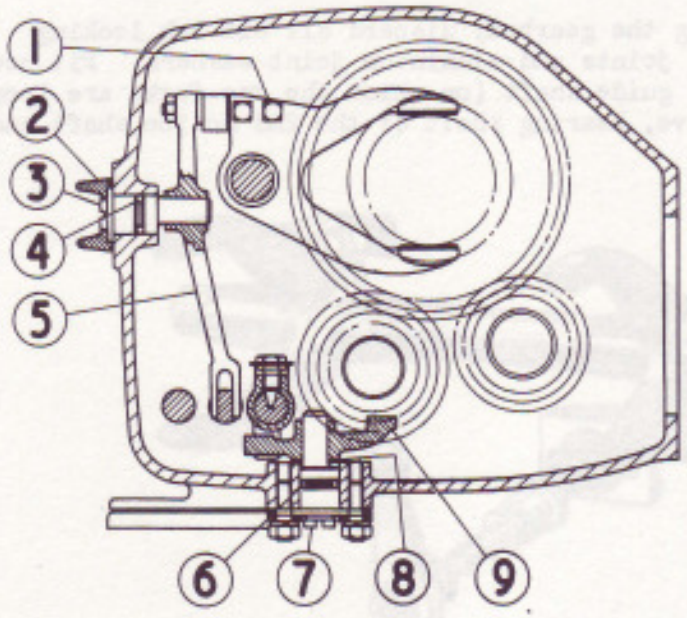
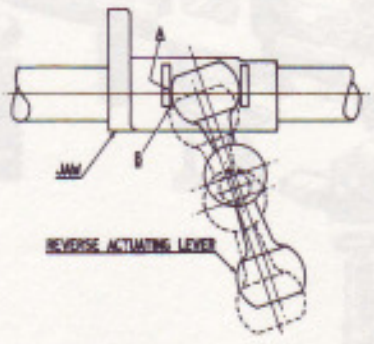
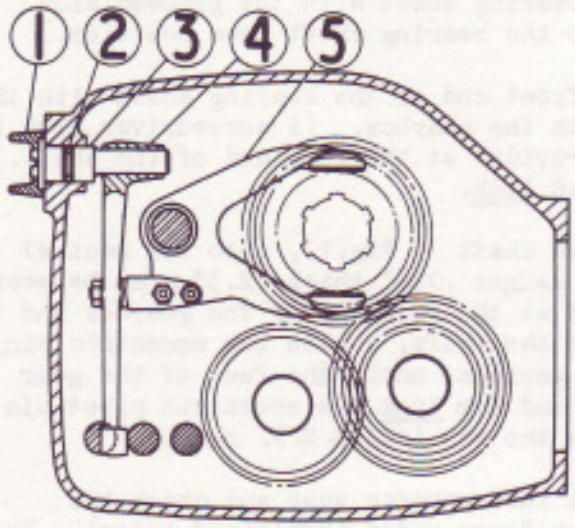

FIG. 9. SECTION SHOWING 1ST & 2ND SPEED OPERATING LEVER & REVERSE ACTUATING LEVER ASSEMBLIES.
FIG.10. CORRECT POSITION OF REVERSE ACTUATING LEVER IN RELATION TO JAW.
FIG. 11. SECTION - 3rd & 4th SPEED OPERATING LEVER ASSEMBLY.
(ii) Cases have occurred whereby the bronze reverse actuating lever 9, Fig.9, mounted on the eccentric pivot pin (7), have been fitted 180° out of position in relation to the forward jaw on the reverse selector shaft as shown in dotted lines on Fig.10. This could cause the radius portion of the lever to come out of contact with the reverse actuating jaw and lock on the edge of the latter with the flat on the end of the lever at point 'B'.
With the reverse selector shaft in its neutral position, it can be seen through the side cover opening of the gearbox if the lever is correctly positioned. If correction is required, slacken off the two 1/4" B.S.F. nuts (beneath the gearbox) securing the locking plate of the eccentric pivot pin 7, Fig.9, and with a screwdriver, rotate the eccentric pin
until the bronze lever has maximum engagement in the reverse actuating jaw as shown at point 'A' Fig.10. Lock the eccentric pin in position by re-tightening the two nuts. The above condition should be investigated whenever a gearbox is serviced, whether the reverse shaft has been removed or not. Should alteration be necessary, it will be essential to check and adjust (laterally), the reverse motion shaft as described in Sub-paragraphs (iii)d, and (iv).
(v) With the actuating levers 5, Fig. 9 and 4, Fig. 11, on their respective eccentric pivot pins, place the two forks loosely in the gearbox in their relative positions. Lightly smear the outer race of
Each cone should have an end float of .020" to .030" (o.5 - 0.76 m/m). The end float of the cones is the same for gearboxes fitted with the later type 3rd motion shaft (RG-5469) and bridge shaped keys. If the end float requires equalising, slaken off the two 1/4" B.S.F. nuts securing the locking plate of the eccentric pin 3, Fig.11, (on right-hand side of box towards the front) and adjust the eccentric pin as necessary. Re-lock the pin and then check that the 3rd and 4th speed selector shaft has approximately an equal amount of "over-ride" in the fully forward and reward positions. While it is not essential that the "Over-ride" should be equal, it must always exist. The term "over-ride" is fully explained in sub-paragraph (iv).
Should alteration be required in this respect, then adjust as necessary the eccentric pin 3, Fig. 9, (on R.H. side of gearbox towards the rear).
Check that the 1st and 2nd speed selector shaft has approximately an equal amount of "over-ride" in the fully forward and rearward positions. Move the selector shaft into the 1st speed position and examine that the 1st speed gear 23, Fig. 3, is in full engagement (laterally) with its opposing gear. If correction is necessary, a small adjustment can be obtained by movement of the eccentric pin 3, Fig. 9.